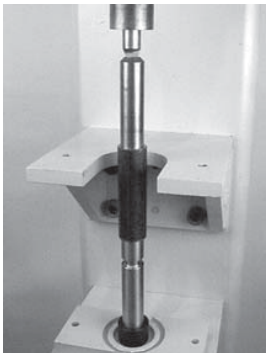

Figure 69
4. À l'aide d'une presse à mandriner, ou d'un outil similaire, pousser le roulement sur l'axe de la poulie **(Figure 69)**.